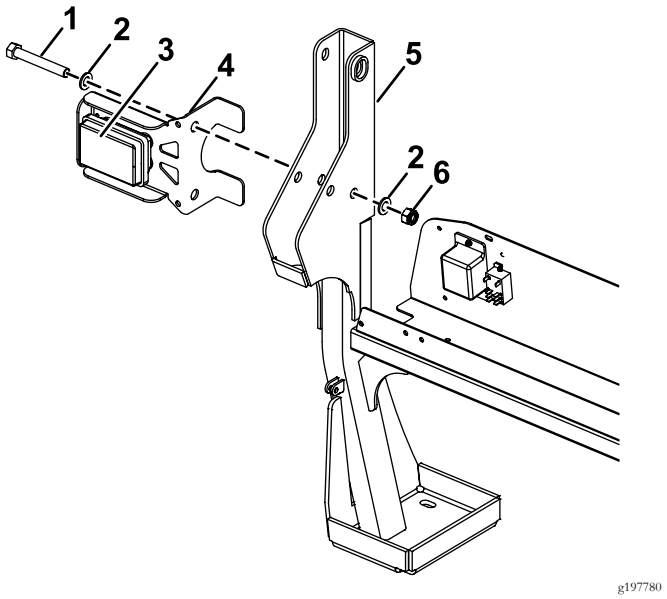
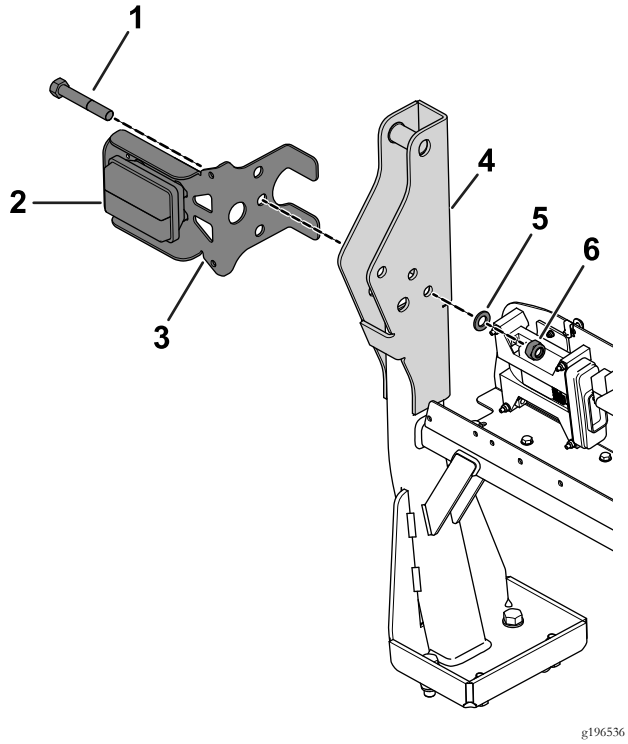

Figura 2
Figura 3
2. Bullone (4)
6. Allineate il foro indicato nella staffa della luce posteriore sinistra con il foro nel roll bar e inserite il nuovo bullone (M16 x 110 mm) utilizzando le rondelle preesistenti (Figura 2 o Figura 3).